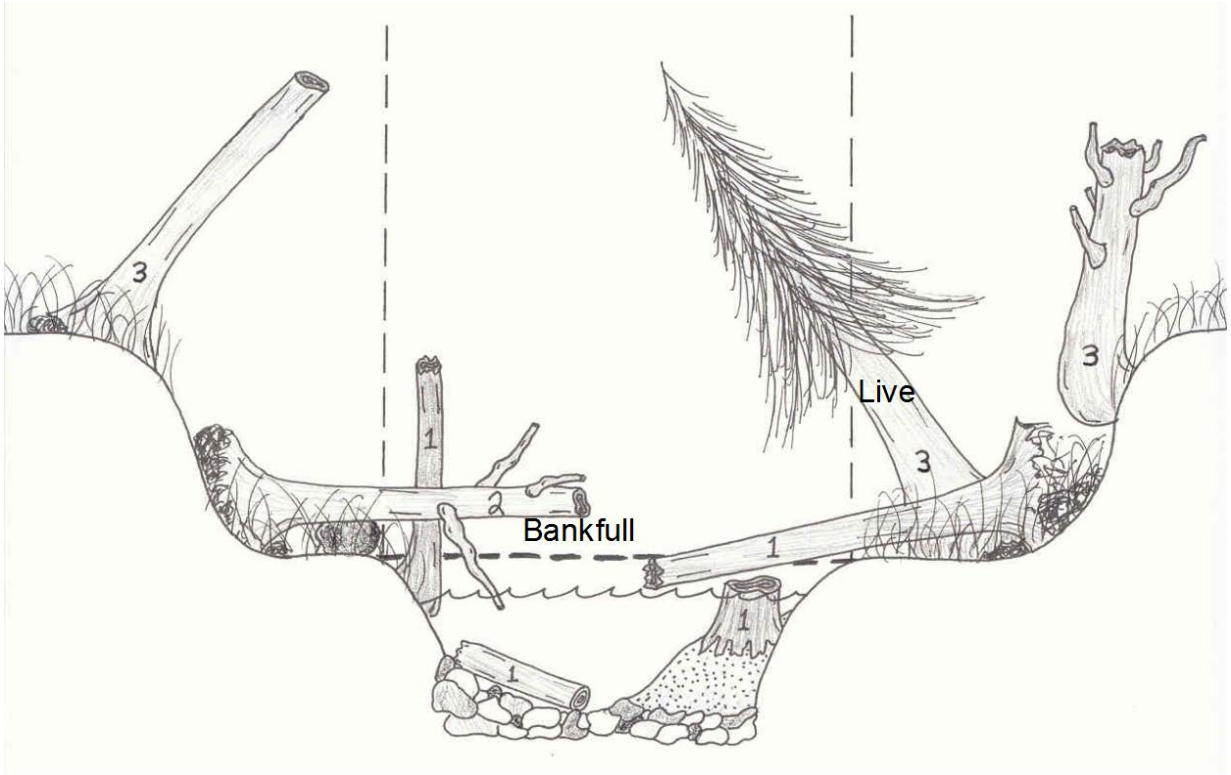

Figure 16— Illustration of large woody debris. Pieces numbered 1 and 2 would be included in the survey, while pieces numbered 3 would not be counted.
b. Only include standing trees that lean within the bankfull channel if they are dead. Dead trees are defined as being devoid of needles or leaves, or where ALL of the needles and leaves have turned brown. Consider it living if the leaves or needles are green (fig. 16).